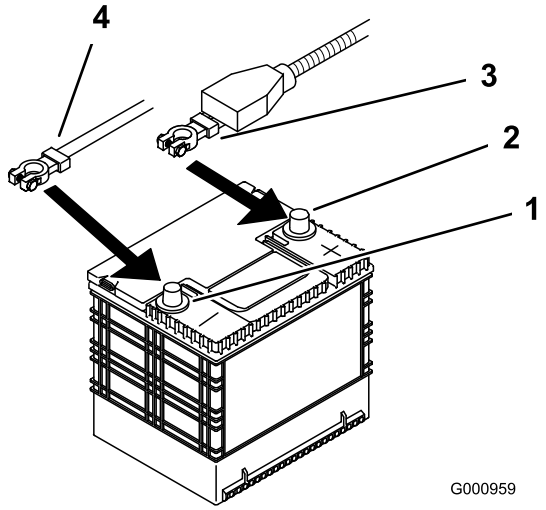

Figur 43
4. Ta den negative batterikabelen av den negative (–) batteripolen (Figur 43).
5. Skyv den røde polhetten av den positive (røde) batteripolen. Fjern deretter den positive (røde) kabelen (Figur 43).
4. Fest kablene med to bolter (1/4 x 3/4 tommer), to skiver (1/4 tommer) og to mutrer (1/4 tommer) (Figur 43).